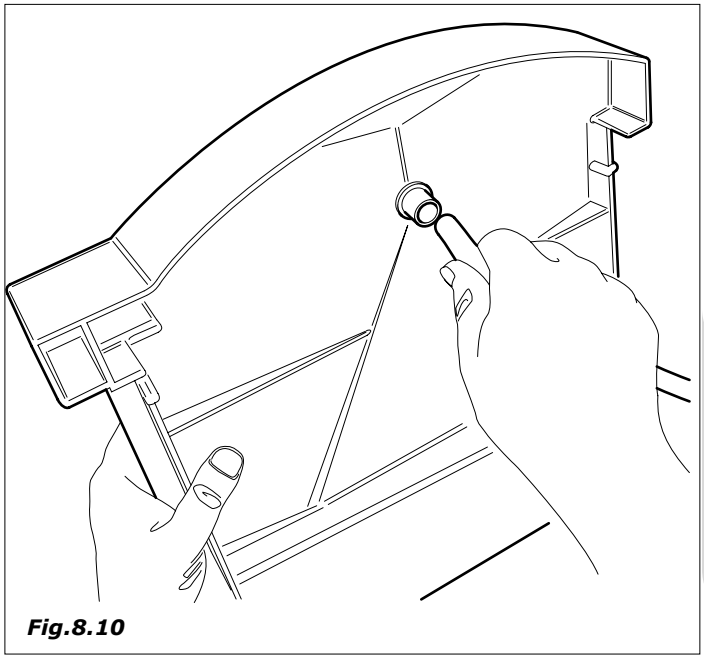

Fig.8.10
- Coneter o tubo (*Fig. 8.10*) fornecido no kit à descarga.